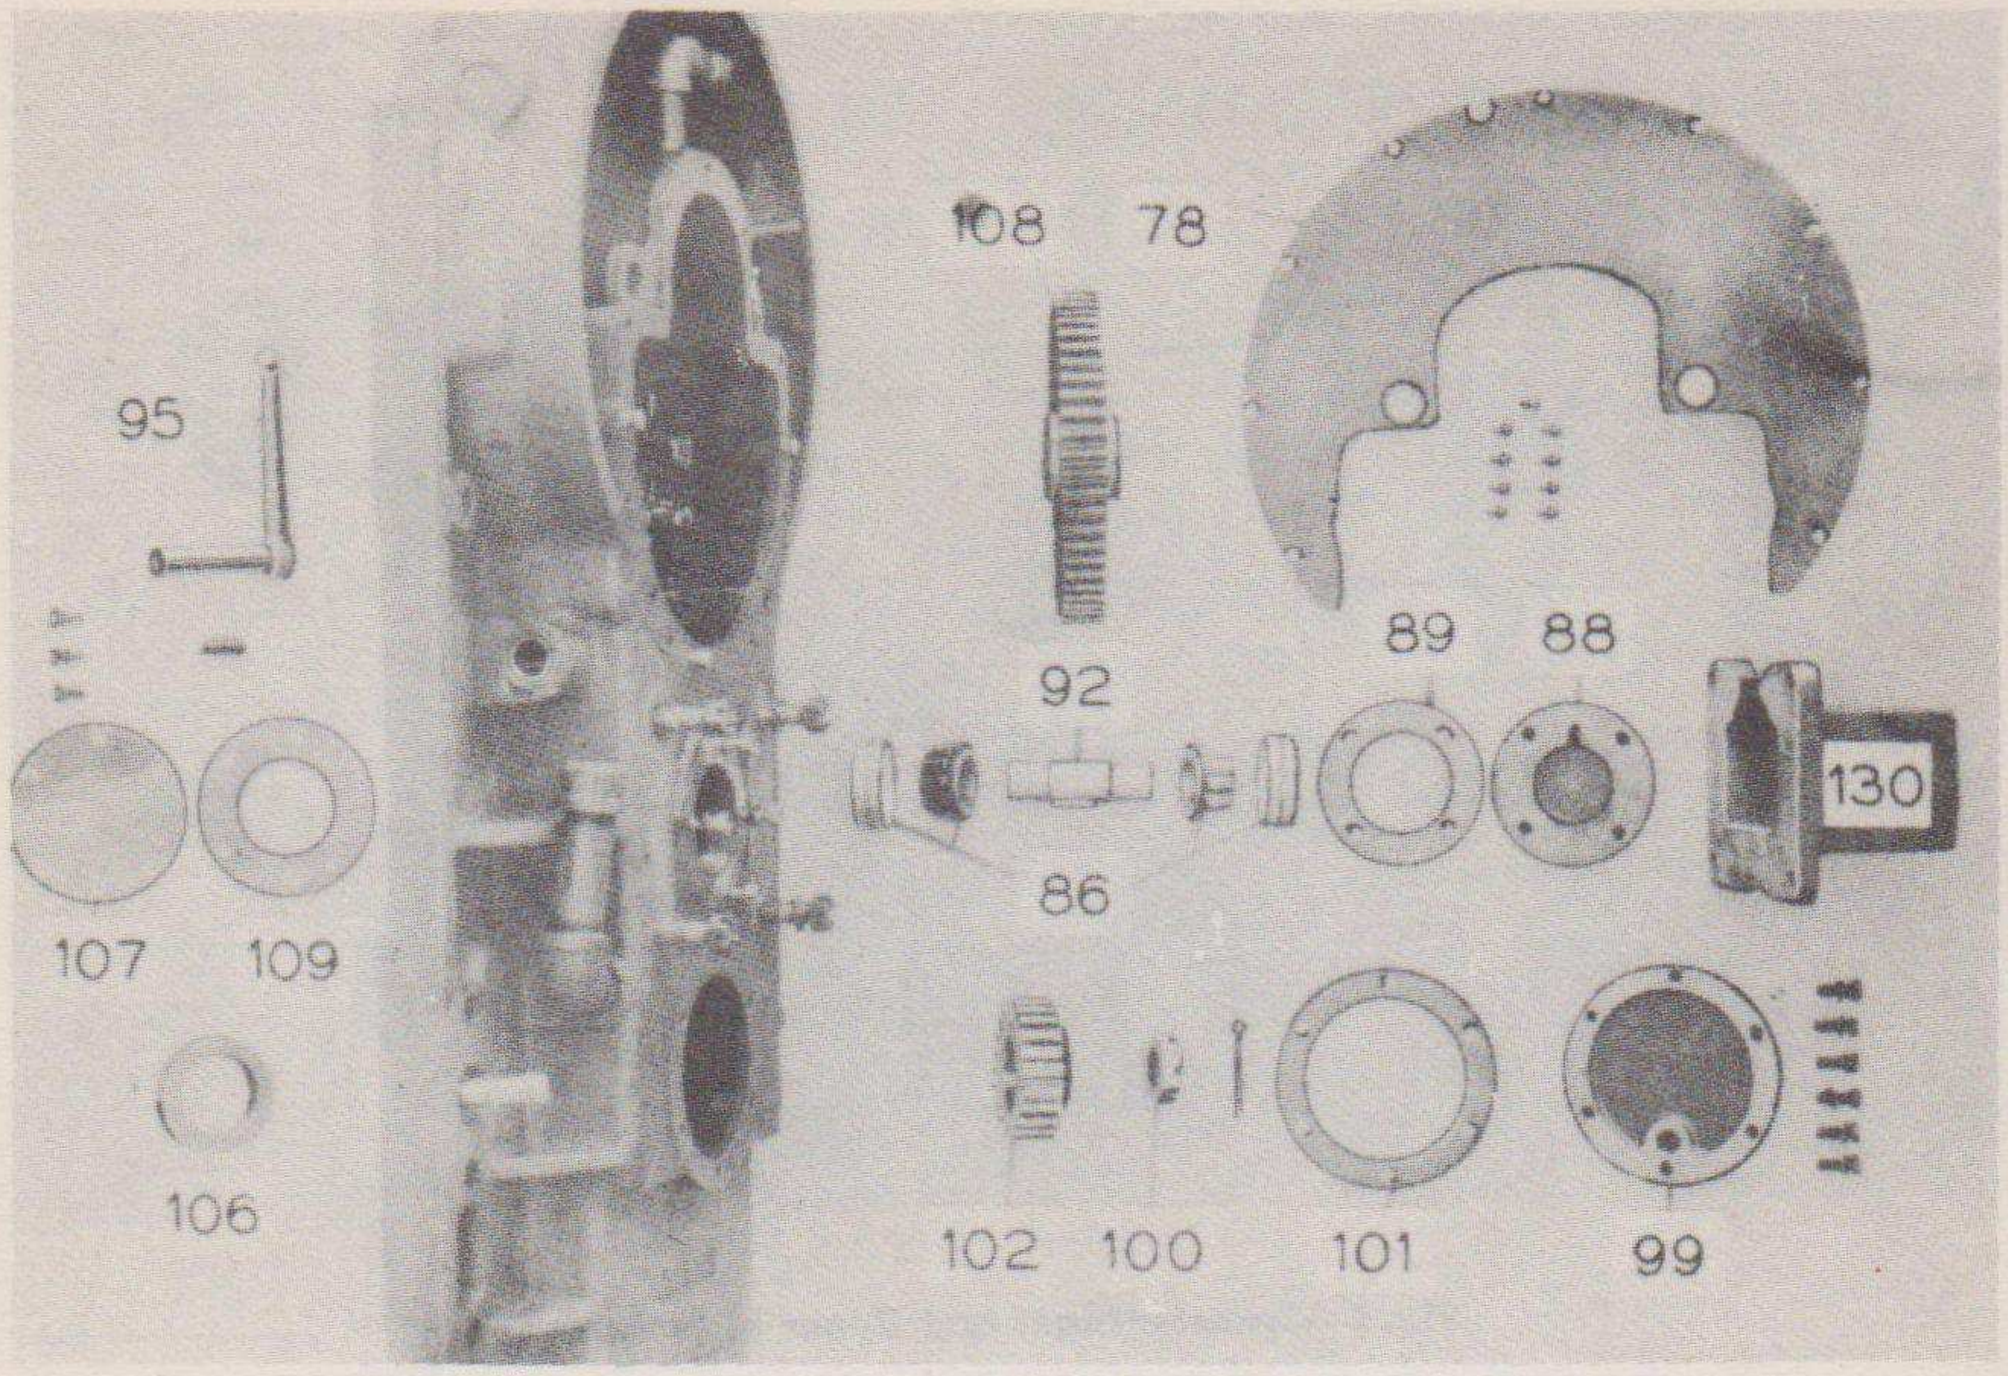

Fig. 7—Lower Idler Shaft
C. To Remove Lower Idler Gear Shaft (92). (See Figures 7 and 5)